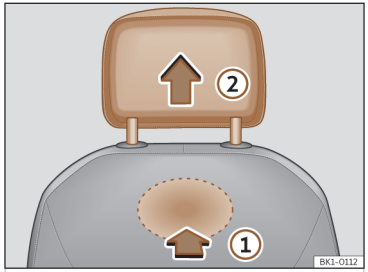

Fig. 93 Apoyacabezas delantero: desmontaje.
- Para desbloquearlo, busque el rebaje situado en la parte posterior del respaldo por la zona marcada y presione en el sentido de la flecha ››› **fig. 93** ①.
- Extraiga el apoyacabezas en el sentido de la flecha ②.